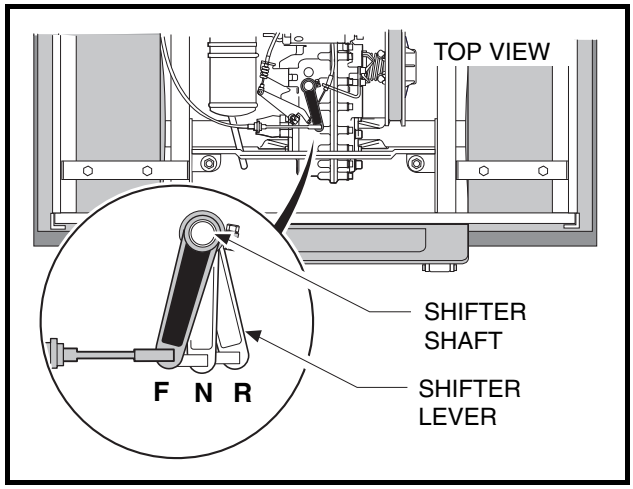

Figure 16-1 Shifter Positions
A shifter lever, connected to a shifter arm, is used to change the gears to one of three shift positions: FORWARD (F), NEUTRAL (N), or REVERSE (R) **(Figure 16-1, Page 16-2)**. Bring the vehicle to a complete stop before changing FORWARD or REVERSE direction.